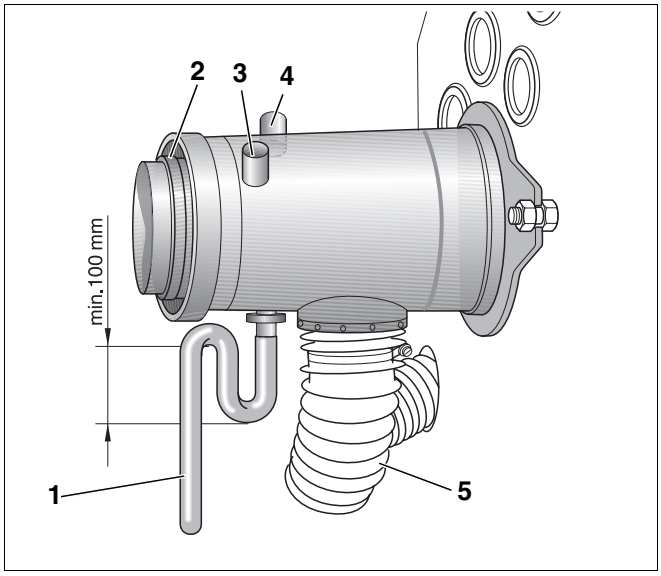
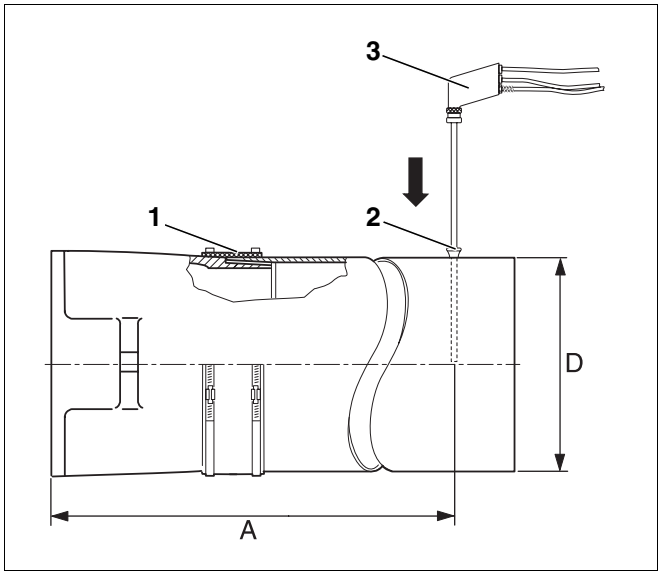

Afb. 20 Aansluiting lucht-rookgassen
Afb. 21 Meetwaarden opnemen
De metingen worden in principe in de rookgasleiding (afb. 21) of aan de aansluiting lucht-rookgassen uitgevoerd (afb. 20).
De meetopening (mof; afb. 21, **pos. 2**) moet op een afstand "A" (ca. 2 × diameter rookgasleiding "D") van de rookgasaansluitsteun aangebracht worden (afb. 21). Wanneer de rookgasinstallatie direct na de verwarmingsketel met een bocht is aangesloten, moet voor de bocht gemeten worden.
We raden u aan om een afdichtmanchet te gebruiken voor de rookgasleiding (afb. 21, **pos. 1**).
- Duw de meetsonde (afb. 20, **pos. 3**, pagina 22) tot in de kernstroom (midden van de rookgasleiding) van de rookgassen (hoogste rookgastemperatuur).